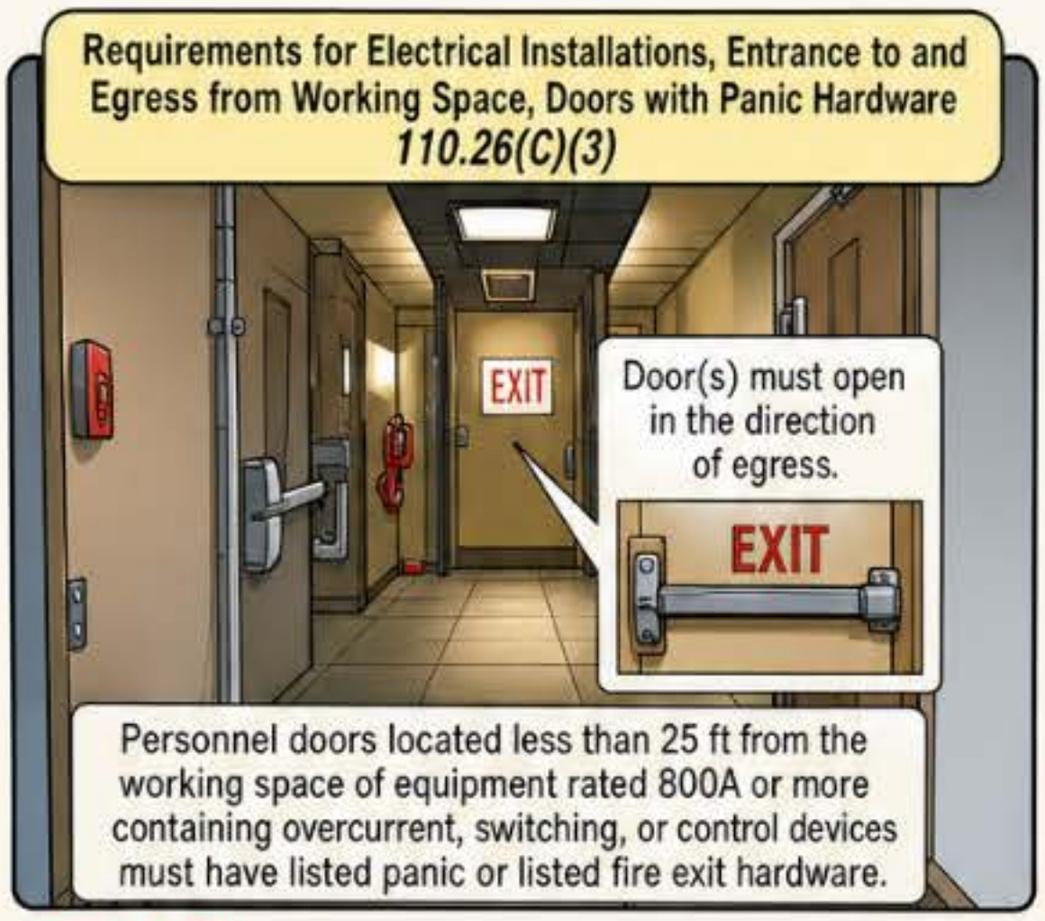

Figure 110-76
(3) Fire Exit Hardware on Personnel Doors. Where equipment rated 800A or more contains overcurrent, switching, or control devices is installed and there is a personnel door(s) intended for entrance to and egress from the working space less than 25 ft from the nearest edge of the working space, the door(s) are required to open in the direction of egress and be equipped with listed panic or listed fire exit hardware. ▸ Figure 110-76